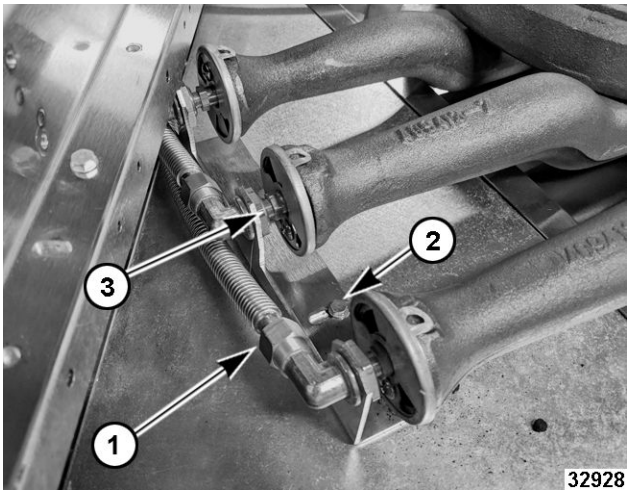

**Fig. 80**
7. Remove burner gas flex lines (1, Fig. 80) in three places.
8. Remove screws (2, Fig. 80) in two places securing burner nozzle mount bracket.
9. Remove burner nozzle bracket and burner nozzles (3, Fig. 80).